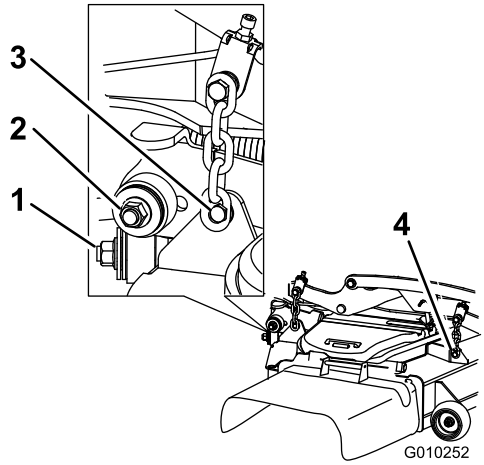

Figure 99
7. Enlevez et mettez de côté les fixations des deux côtés du tablier, comme montré à la Figure 99.